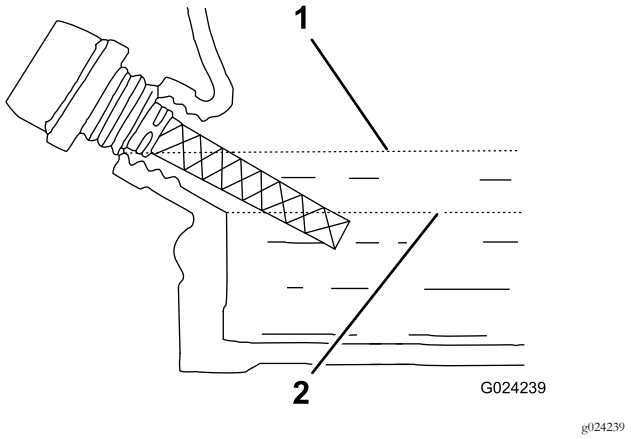

**Figur 19**
**Merk:** Hvis nivået er nær eller under det nedre grensemerket på peilestaven, fyller du på olje til nivået stiger opp til det øvre grensemerket (nedre kant av oljepåfyllingshullet ). Se Figur 19. Kontroller oljenivået på nytt. Ikke overfyll veivhuset.